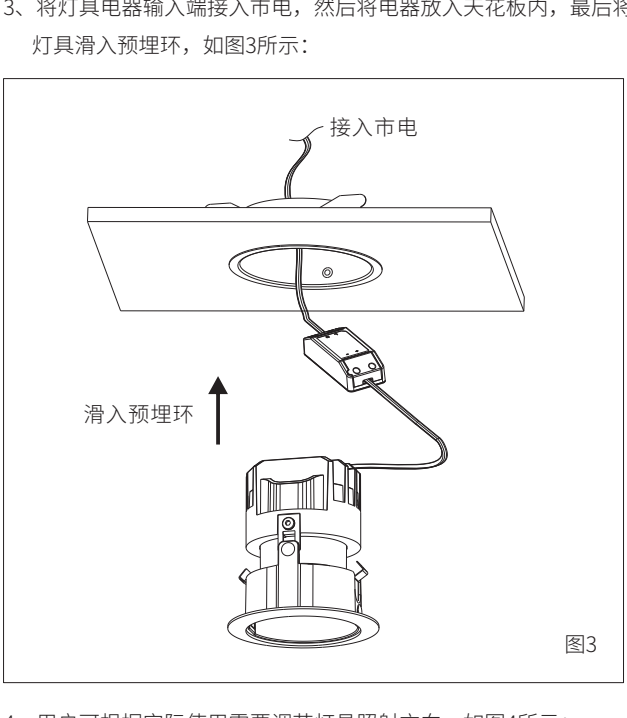

图3
3、将灯具电器输入端接入市电，然后将电器放入天花板内，最后将灯具滑入预埋环，如图3所示：